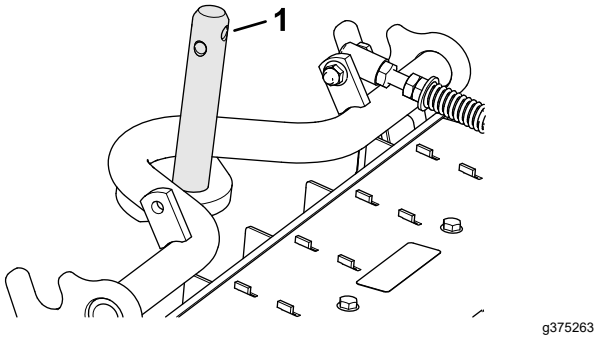

Figuur 8
4. Breng een laag schoon smeermiddel aan op de as van het draagframe (Figuur 8).